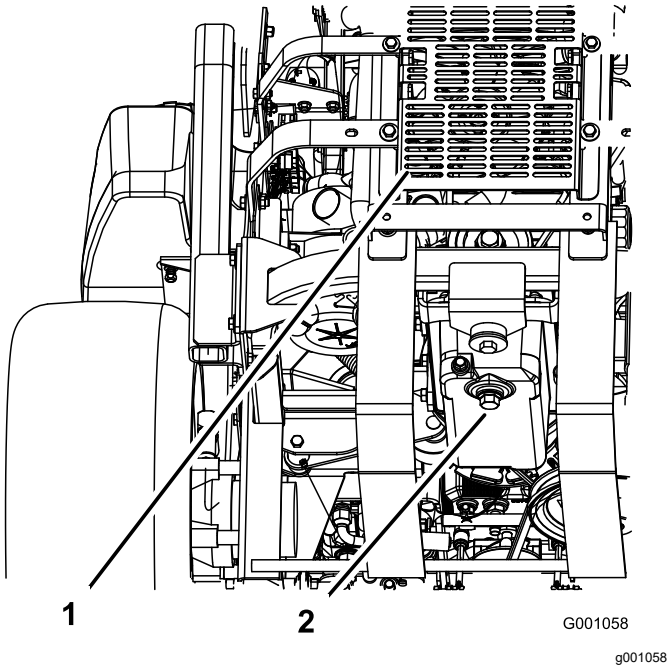

Figur 61
5. Ställ ett kärl under avtappningsröret. Ta bort avtappningspluggen och låt oljan tömmas ut helt (Figur 61).